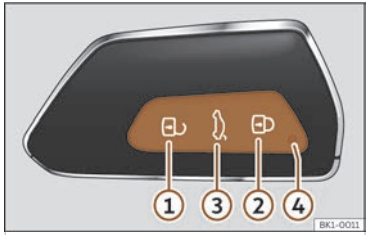

Fig. 65 Vehicle key
When a button is pressed briefly on the vehicle key, the control lamp ④ ››› Fig. 65 flashes once briefly, but if pressed for a long period of time, it will flash several times, for example, when using the comfort opening.